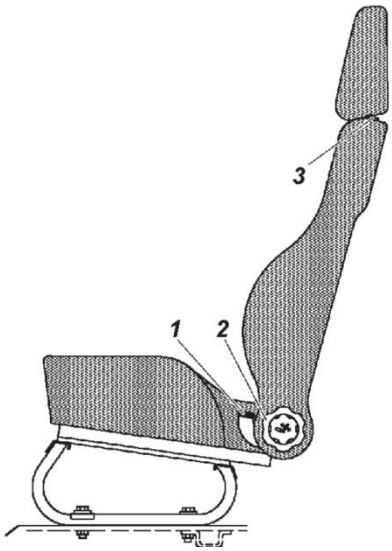

Abbildung 3.8. Vordersitz:
- Nach unten manuell, während Sie den Arretierungsknopf 3 des Kopfstücks gedrückt halten (Abbildung 3.8).
Nutzen Sie den Hebel 1, um die Längsposition der **vorderen Sitze** anzupassen (Abbildung 3.8):
- Entfernen sie die Kopfstücke der vorderen Sitze und bewegen Sie die Sitze bis zum Anschlag nach vorn, anschließend neigen Sie die Lehnen der Vordersitze mit dem Drehgriff 2 (Abbildung 3.8) nach hinten.